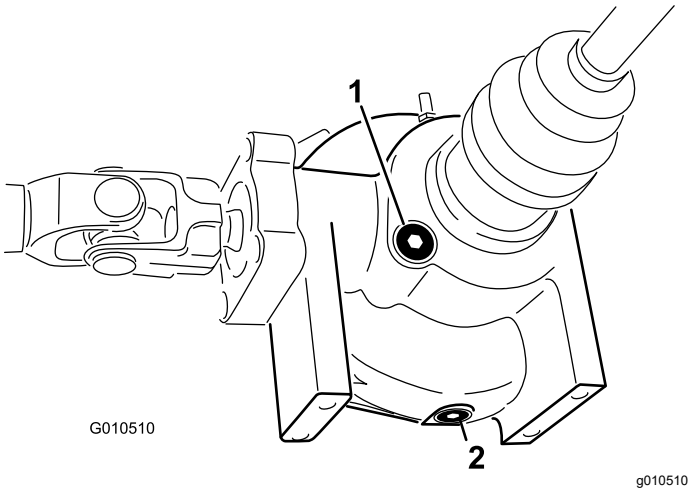

Figur 52
2. Rengjør området rundt tappepluggen på siden av differensialen (Figur 52).